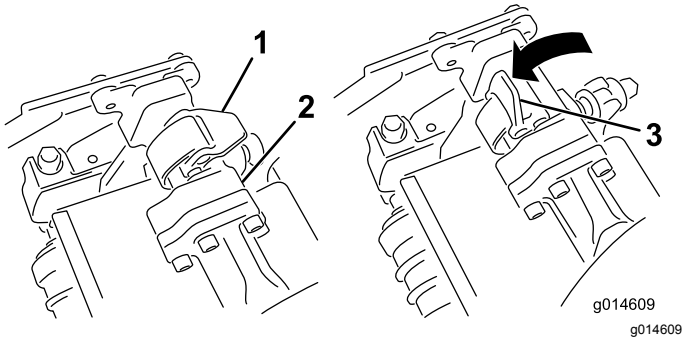
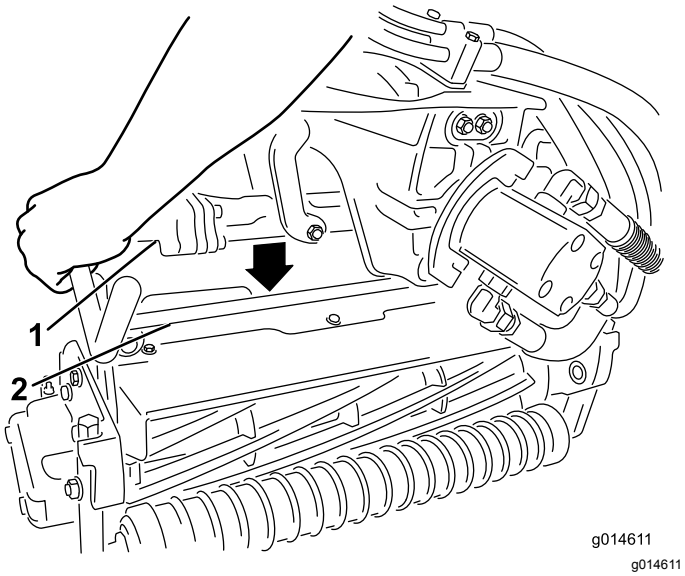

Figur 32
Figur 33
3. Mens låsehåndtagene på affjedringsarmen peger opad (dvs. er åbne) (Figur 32), skal du skubbe affjedringsarmen ned, så stangen kan sættes over tværstangen på klippeenheden øverst oppe (Figur 33).
4. Luk låsehåndtagene ned og omkring klippeenhedens stang, og lås dem på plads (Figur 32).
4. Åbn låsehåndtagene på affjedringsarmens stang på klippeenheden, som du fjerner (Figur 32).